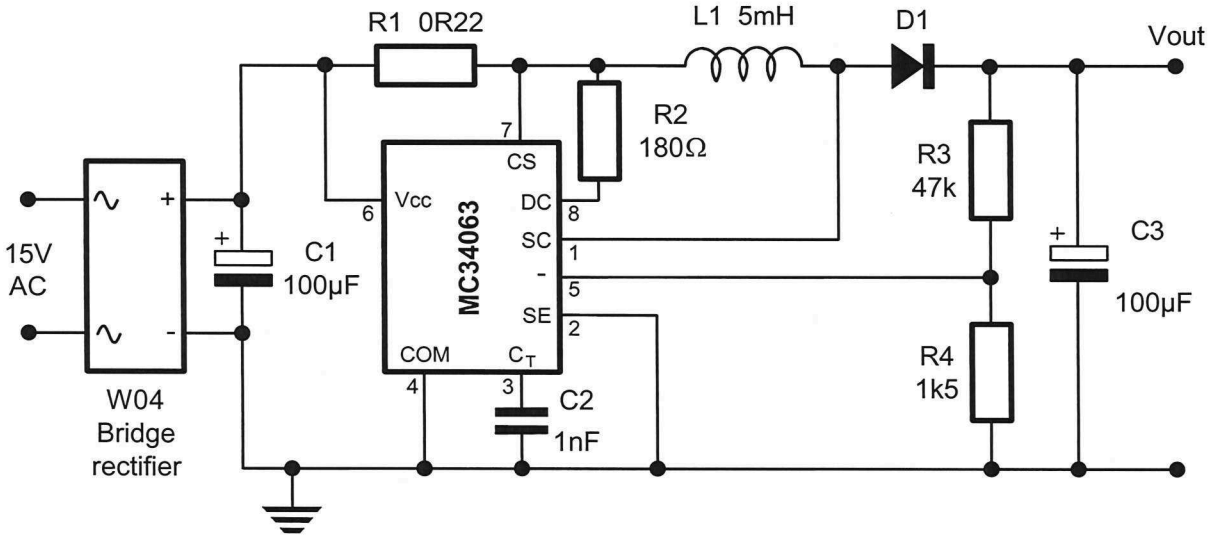

Figure 2
17. Rewire the IC's pins as shown in Figure 2 below.